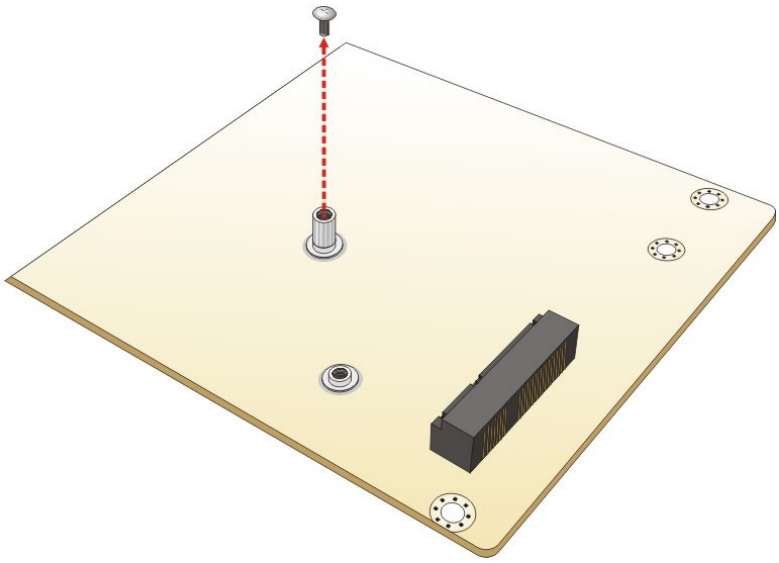

Figure 4-7: Removing the Retention Screw
Step 2: **Remove the retention screw**. Remove the retention screw as shown in **Figure 4-7**.